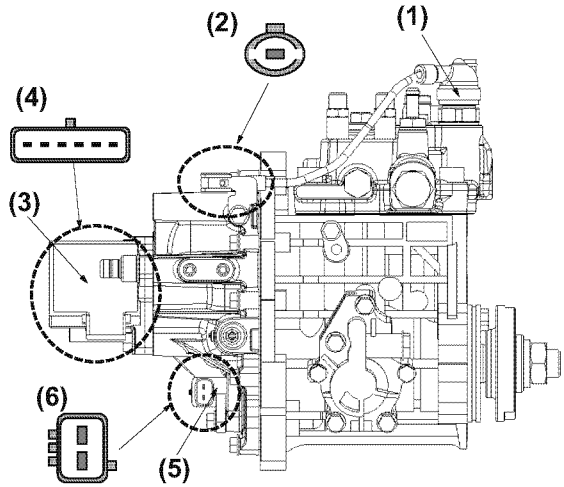

Figure 7-10
For electronically controlled engines 4TNV84T-Z, 4TNV98-Z, 4TNV98-E, and 4TNV98T-Z, remove the solenoid valve connector **(Figure 7-10, (2))**, rack actuator connector **(Figure 7-10, (4))**, and engine speed sensor connector **(Figure 7-10, (6))**.